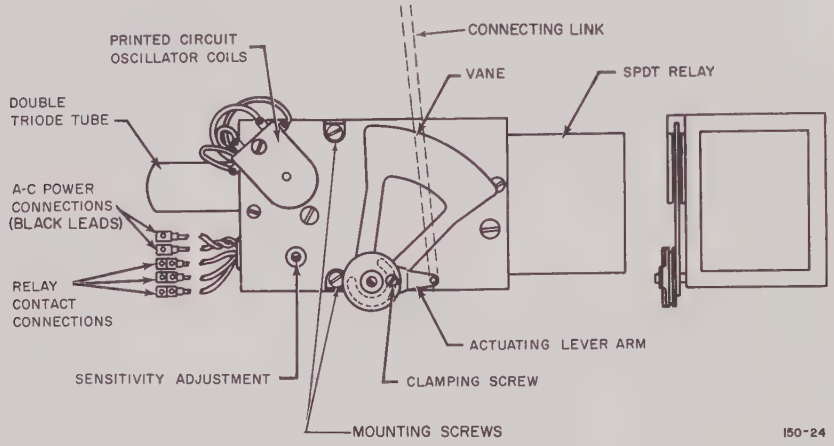
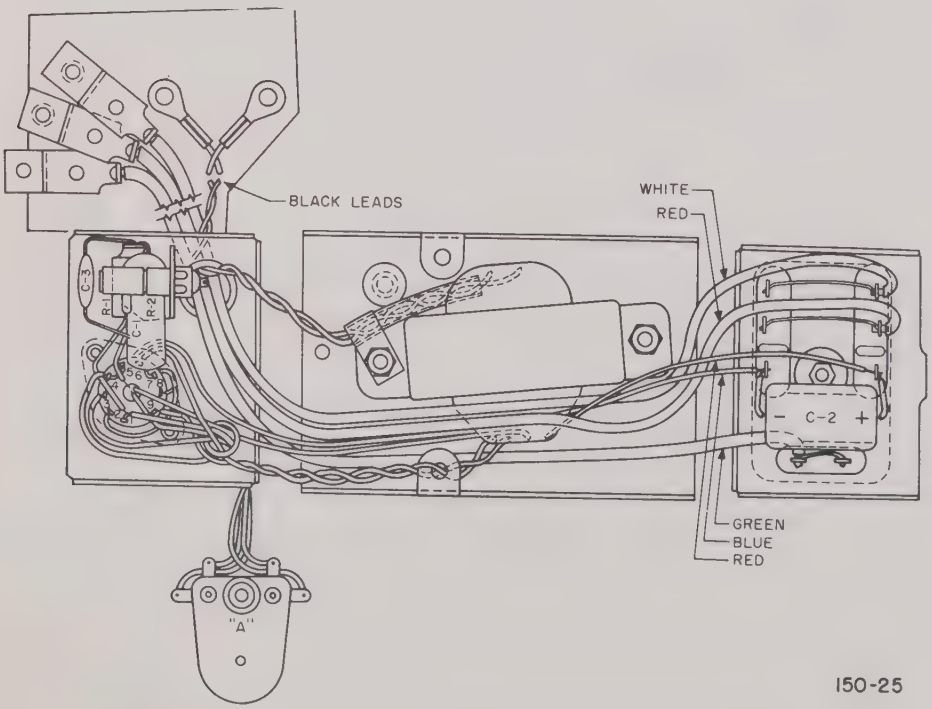

Figure 1. ELECTR-O-VANE Control Unit.
Figure 2. Component Layout Diagram of ELECTR-O-VANE Unit
a. Remove instrument chart and plate. Make sure connecting link is connected to actuating lever arm (see fig. 1) and that clamping screw is tight.
(1) Trace black leads (fig. 1) to terminal board and make sure connections are intact.
(2) Check for correct supply voltage. If supply voltage is correct, shut off power and check across black leads for continuity through transformer primary.
(3) Remove vacuum tube and measure resistance of filament winding across tube sockets 4 and 9 (see figs. 2 and 3); resistance should be approximately 1.0 ohm.
b. Refer to chart below and figs. 2 and 3. Unless stated otherwise, terminal numbers in left-hand column designate terminals in tube socket.